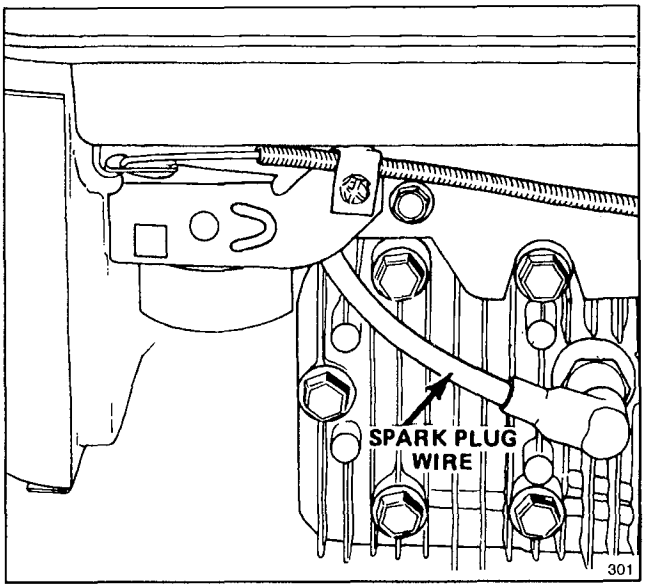

Figure 10
2. Push spark plug wire onto spark plug (Fig. 10).
1. Stop engine and pull wire off spark plug (Fig. 10).
1. Stop engine and pull wire off spark plug (Fig.10).
1. Stop engine and wait for engine to cool. Pull wire off spark plug (Fig. 10).